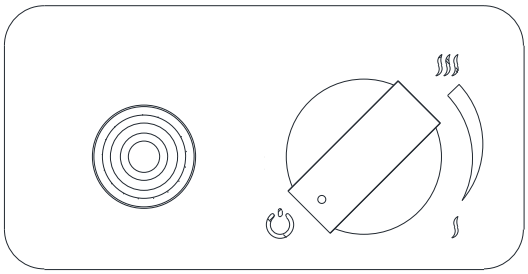

Rys. 13 – Kominek wyłączony
- Upewnij się, że pokrętło znajduje się w pozycji „OFF” (do oporu, zgodnie z kierunkiem ruchu wskazówek zegara) (Rys. 13).